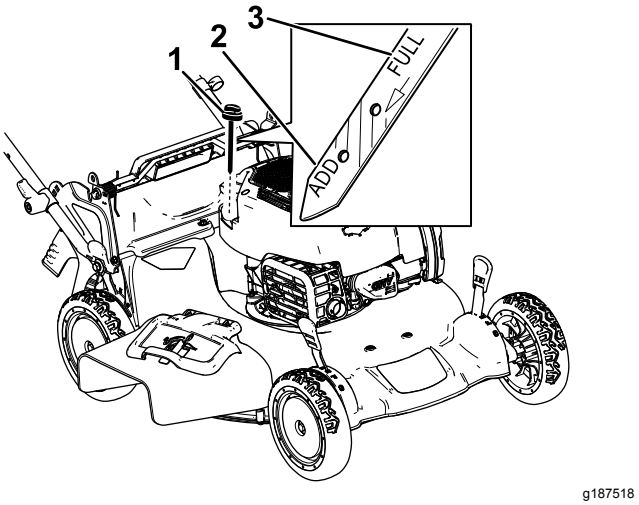

Figur 33
3. Fjern målepinden ved at dreje dækslet mod uret og trække den ud (Figur 33).
10. Aflæs oliestanden på målepinden (Figur 33).